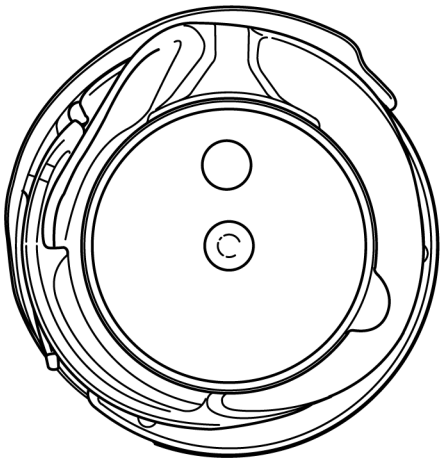

Рис. 74
- Вставьте в челнок нижнюю часть шпульного колпачка вместе со скобой челнока (рис. 74).